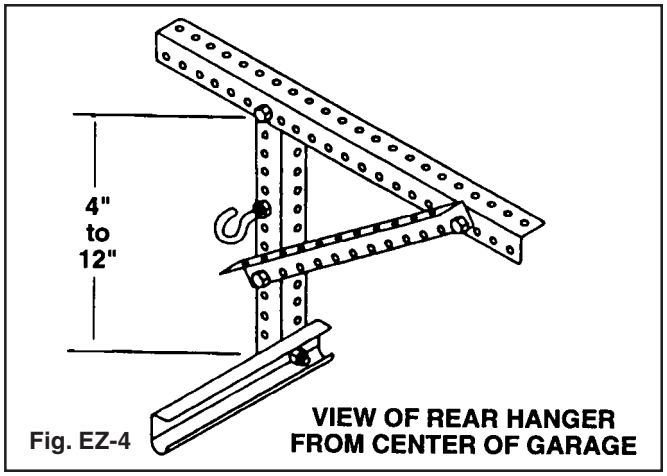

Fig. EZ-4
**Step 4:** Assemble one 5/16" eye bolt with one 5/16" flange nut on each side of the rear track hanger. The eye bolts should be about 12" above the track to keep the spring assembly from dragging on the track. The eye bolts can be as low as 4" above the track if you have limited headroom. Tighten the 5/16" flange nuts. (FIG. EZ-4)